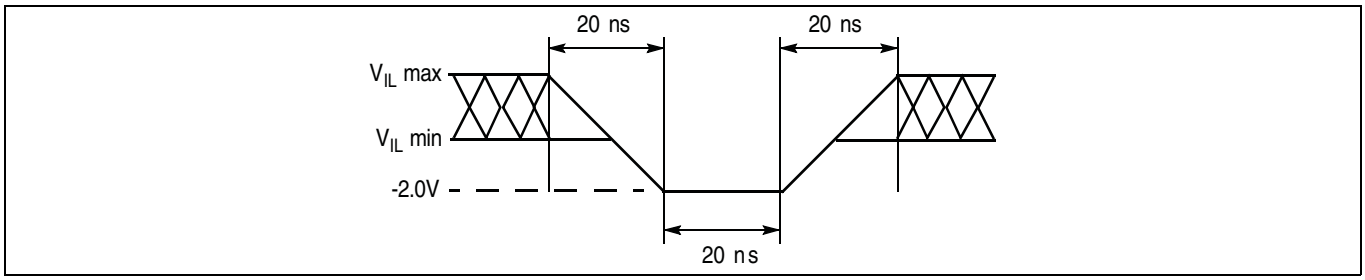
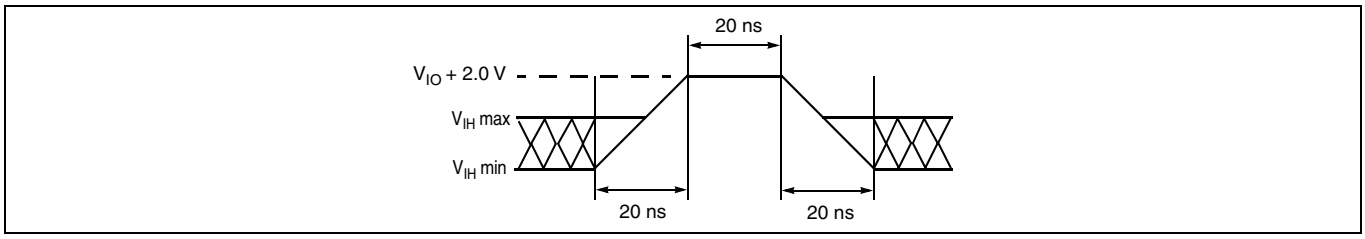

Figure 11 Maximum negative overshoot waveform
Figure 12 Maximum positive overshoot waveform
98. Minimum DC voltage on input or I/O pins is –0.5 V. During voltage transitions, input or I/O pins may undershoot V_{SS} to –2.0 V for periods of up to 20 ns. See **Figure 11**. Maximum DC voltage on input or I/O pins is V_{CC} + 0.5 V. During voltage transitions, input or I/O pins may overshoot to V_{CC} + 2.0 V for periods up to 20 ns. See **Figure 12**.